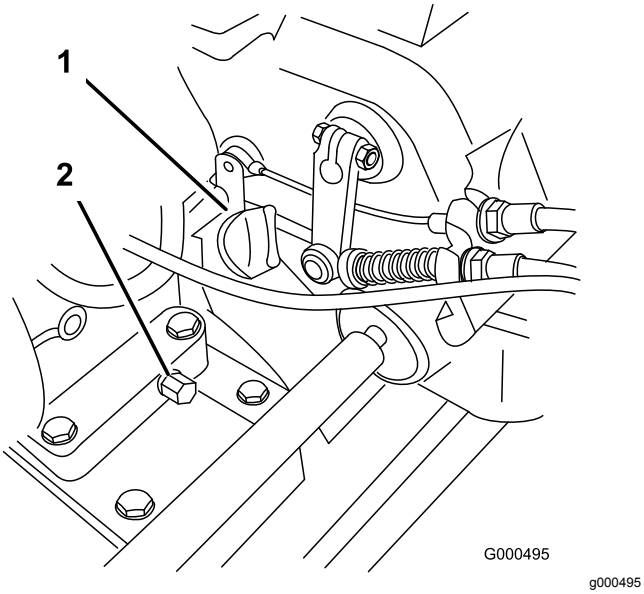

Figur 29
2. Placer maskinen, så motoren står plant, og rengør området rundt om oliestandsmåleren (Figur 29).
3. Fjern målepinden til oliestand ved at dreje den mod uret (Figur 29).
2. Anbring en drænbakke under maskinens bagende, direkte under aftapningsproppen (Figur 29). Løsn aftapningsproppen.